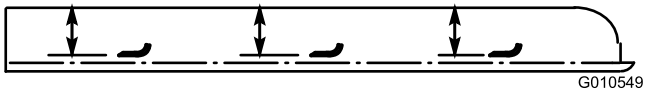

Figuur 20
2. Draai het mes totdat de uiteinden in de lengterichting liggen. Meet de afstand vanaf de binnenkant van het maaidek tot de voorste snijrand van het mes (Figuur 20) en onthoud deze afstand.